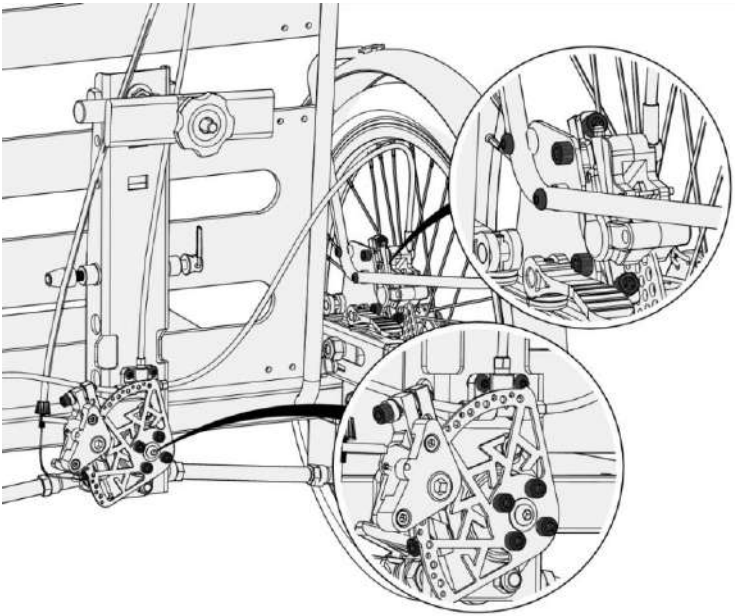

Abbildung 50 - Kontrollpunkte für das Neigungssystem und für den Bremssattel
- Die Schrauben, die den Bremskabelverteiler halten (siehe Abbildung 50);
- Die Schrauben, die die Bremssattel an ihren Halterungen halten (siehe Abbildung 50);
- Die Scheibe und das Feststellsystem des Neigungssystems (siehe Abbildung 50);
- Schrauben an den Schutzblechen (siehe Abbildung 50);